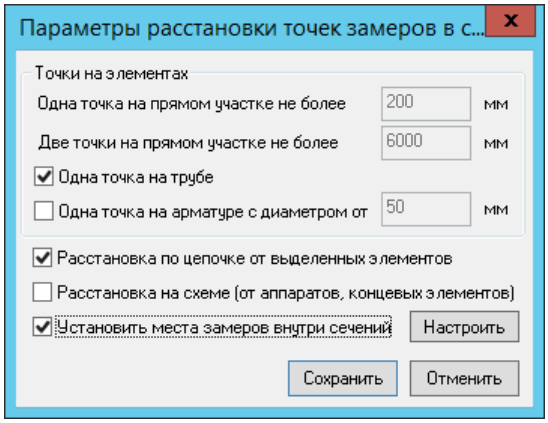

Рис. 1.7 – Диалоговое окно «Параметры расстановки точек замеров в сечении»
2.2.3. В появившемся диалоговом окне «Параметры расстановки точек замеров в сечении» (рис. 1.7) установить знак «галочка» для параметра «Установить места замеров внутри сечений», нажать кнопку «Настроить».
Если в п. 2.2.3. в диалоговом окне «Параметры расстановки точек замеров в сечении» (рис. 1.7) не установить знак «галочка» для параметра «Установить места замеров внутри сечений», то сечения будут расставлены автоматически, но без точек замеров внутри. Точки в этом случае необходимо добавить вручную. Для этого следует: